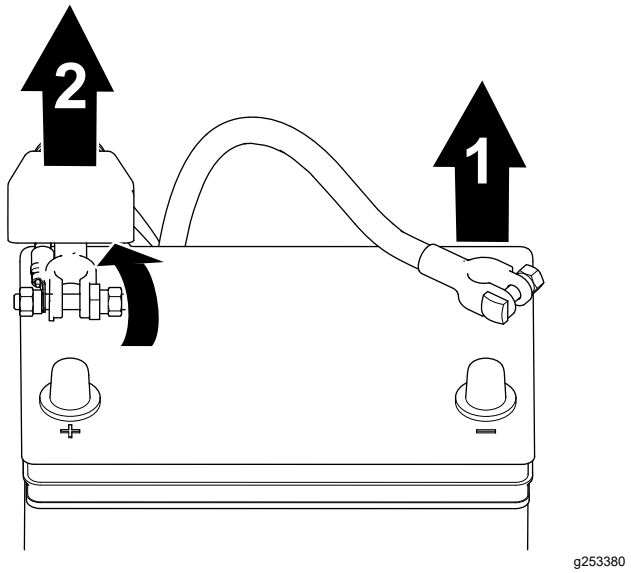

Figure 38
2. Débranchez le câble négatif de la borne de la batterie (Figure 38).
3. Soulevez le capuchon isolant et débranchez le câble positif de la borne de la batterie (Figure 38).